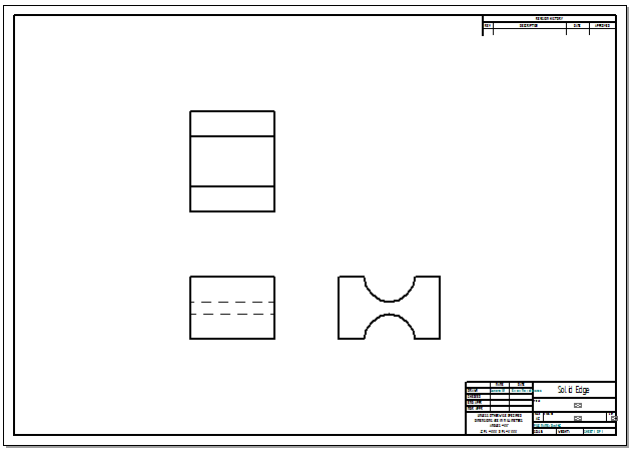

Figure 2-62 *Sheet after generating drawing views*
6. Enter the file name as *c02tut3.par* in the **File name** edit box. Next, choose the **Save** option from this dialog box; the part file gets saved and the drawing views are generated in the drawing area, as shown in Figure 2-62.